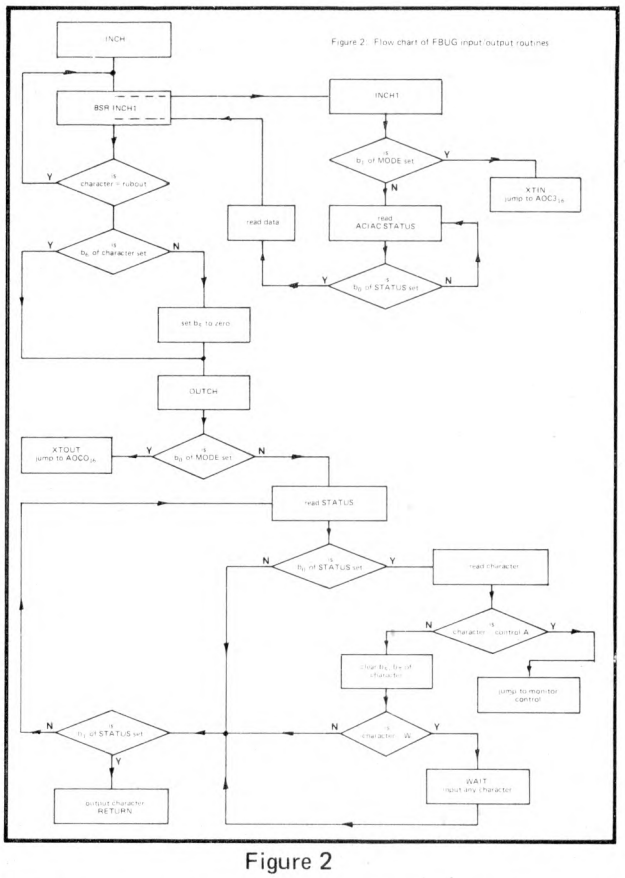

Figure 2
5) The **input/output subroutines** used by FBUG have been made as flexible as possible. While writing the monitor it became evident that at some later date a different input/output system might be required to work with the existing monitor. How was this flexibility achieved? Before the monitor attempts to input or output a byte, it examines a byte called MODE which is stored in the scratchpad RAM. If bit O of MODE is unset (i.e. b_0 = O) the normal output routine is used. If, however, bit O is set, a jump to location $AOCO_{16}$ is executed. Thus, to use a new output device, with the existing subroutines of FBUG, a jump to the subroutine which handles the new output device is placed at location $AOCO_{16}$ and bit O of MODE is set to 1. A similar procedure applies to the input subroutine except that bit 1 of MODE is tested, and if set a jump to $AOC3_{16}$ is executed. The input/output subroutines of FBUG are illustrated in figures 2 and 3 by means of a flow chart and assembly language listing respectively.